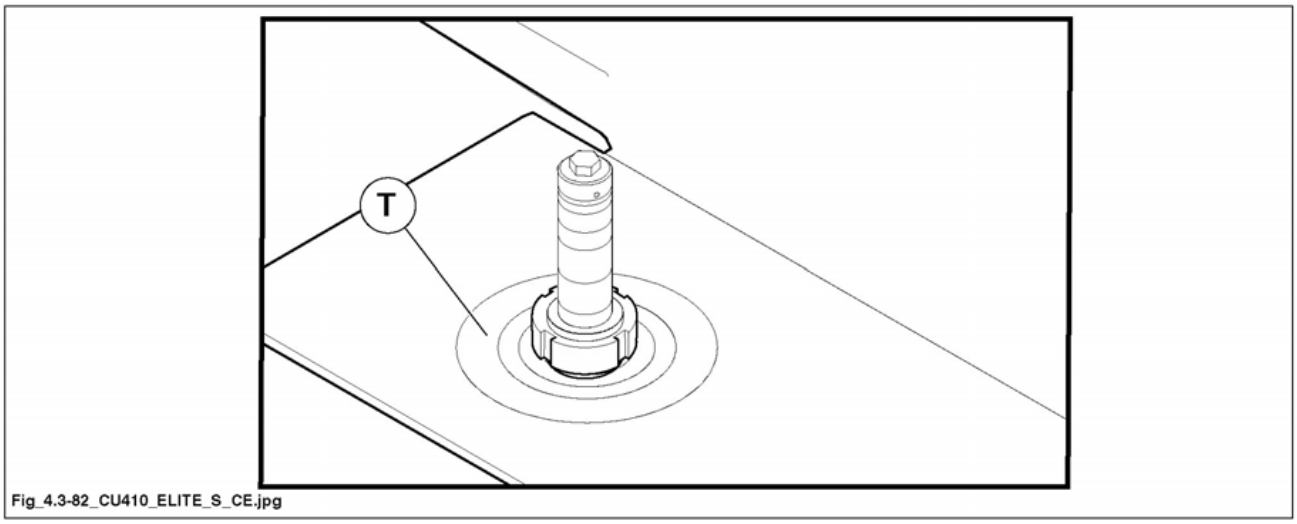

Fig. 4.3-82
To get the hole as small as possible use the supplied rings (T fig. 4.3.82 supplied with machine).
Before carrying out any of the operations make sure to cut the main electric power and disconnect socket (T fig. 4.3-82-1) from plug (S fig. 4.3-82-1).
- Release lever (A fig. 4.3-82-1).